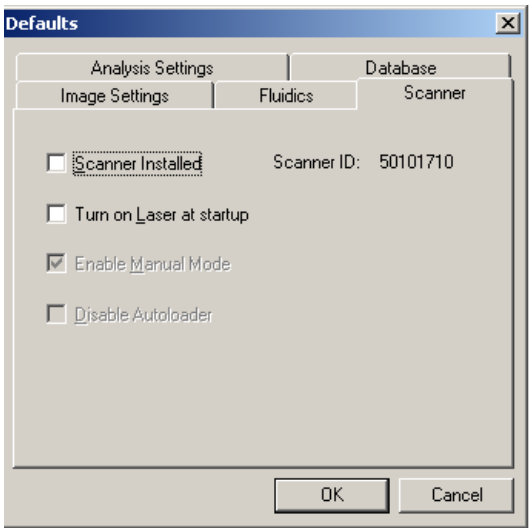

Figure L.28
2. Clear the check box of **Scanner Installed** **(Figure L.28)**.